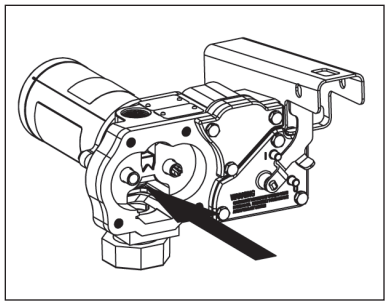

Figure 7
b. Push down on the poppet until the poppet O-ring is exposed inside the housing. (Figure 7)